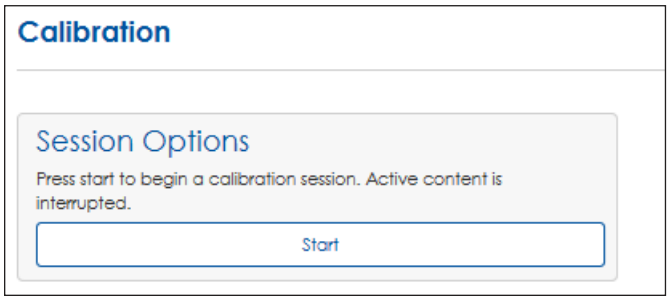

Figure 98: *Calibration Session Options*
1. Click **Start**. A **Session Options** window opens. Refer to **Figure 98**.